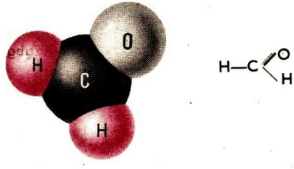

Abb. 27 Molekülmodell und Strukturformel von Methanal
Methanal (Formaldehyd) HCHO ist das erste Glied in der homologen Reihe der Alkanale. Auf Grund seiner Struktur nimmt es eine Sonderstellung ein. Das Kohlenstoffatom der funktionellen Gruppe ist gleichzeitig das einzige Kohlenstoffatom im Molekül. Im Gegensatz zu den Molekülen anderer Alkanale ist die funktionelle Gruppe mit einem Wasserstoffatom und nicht mit einem Alkyl verbunden (Abb. 27). ③ ④ ⑤ Methanal kann durch Dehydrierung von Methanol dargestellt werden (Experimente 17,